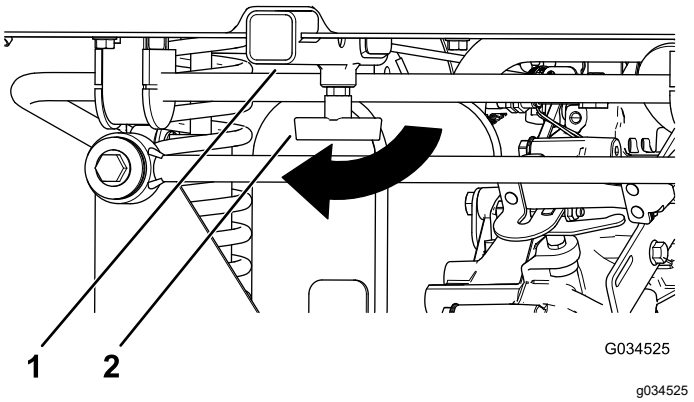

Rysunek 19
1. Poluzuj uchwyt „T”, obracając go zgodnie z ruchem wskazówek zegara (Rysunek 19).
2. Wsuń akcesorium do zaczepu do momentu zrównania się z sobą otworów (Rysunek 19).